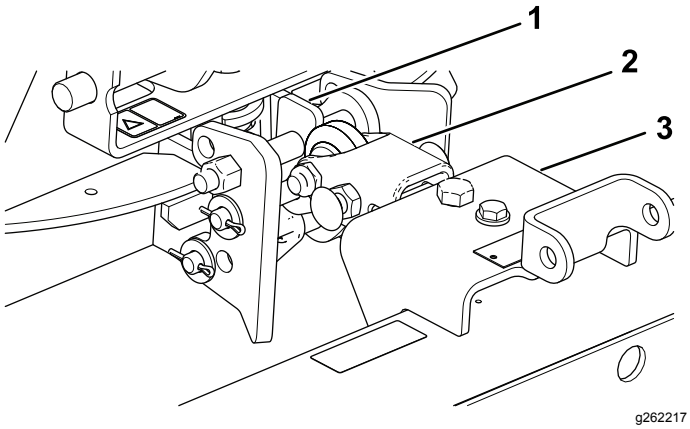

Figura 14
1. Monte el conjunto del enganche de manera que el lado plano se encuentre en la parte superior (Figura 14).
2. Monte la barra de tracción en la parte inferior de la barra de suspensión (Figura 14).